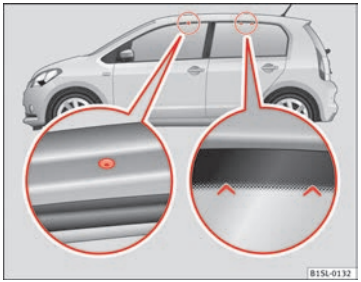

Fig. 72 Points de fixation des supports standard et de la galerie porte-bagages du toit.
Les orifices de fixation avant se trouvent dans la partie inférieure des longerons du toit et ils sont fermés avec des vis en plastique ⇒ fig. 72 (agrandissement gauche). Les orifices ne sont visibles que si la porte est ouverte. Les points de fixation de la partie arrière se trouvent sur la partie supérieure des glaces latérales arrière ⇒ fig. 72 (agrandissement droit).
- **Le support standard doit être fixé uniquement aux points indiqués sur l'illustration ⇒ fig. 72.**